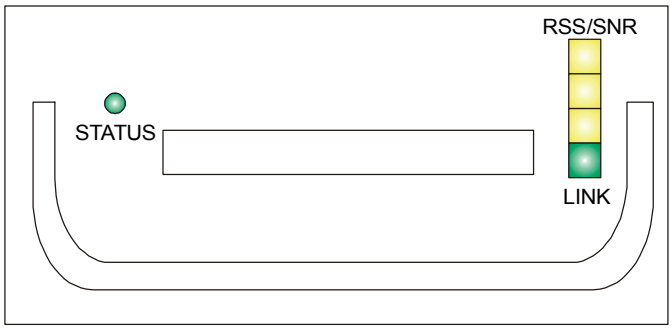

Figure 3-3. RT LEDs
3. At the remote site, align the RT to face the local RT. (Align visually or by using a map and a compass). Use the RSS/SNR, LINK and STATUS LEDs at the base of the RT for the link quality indication (see *Figure 3-3*, *Table 3-1* and *Table 3-2*):